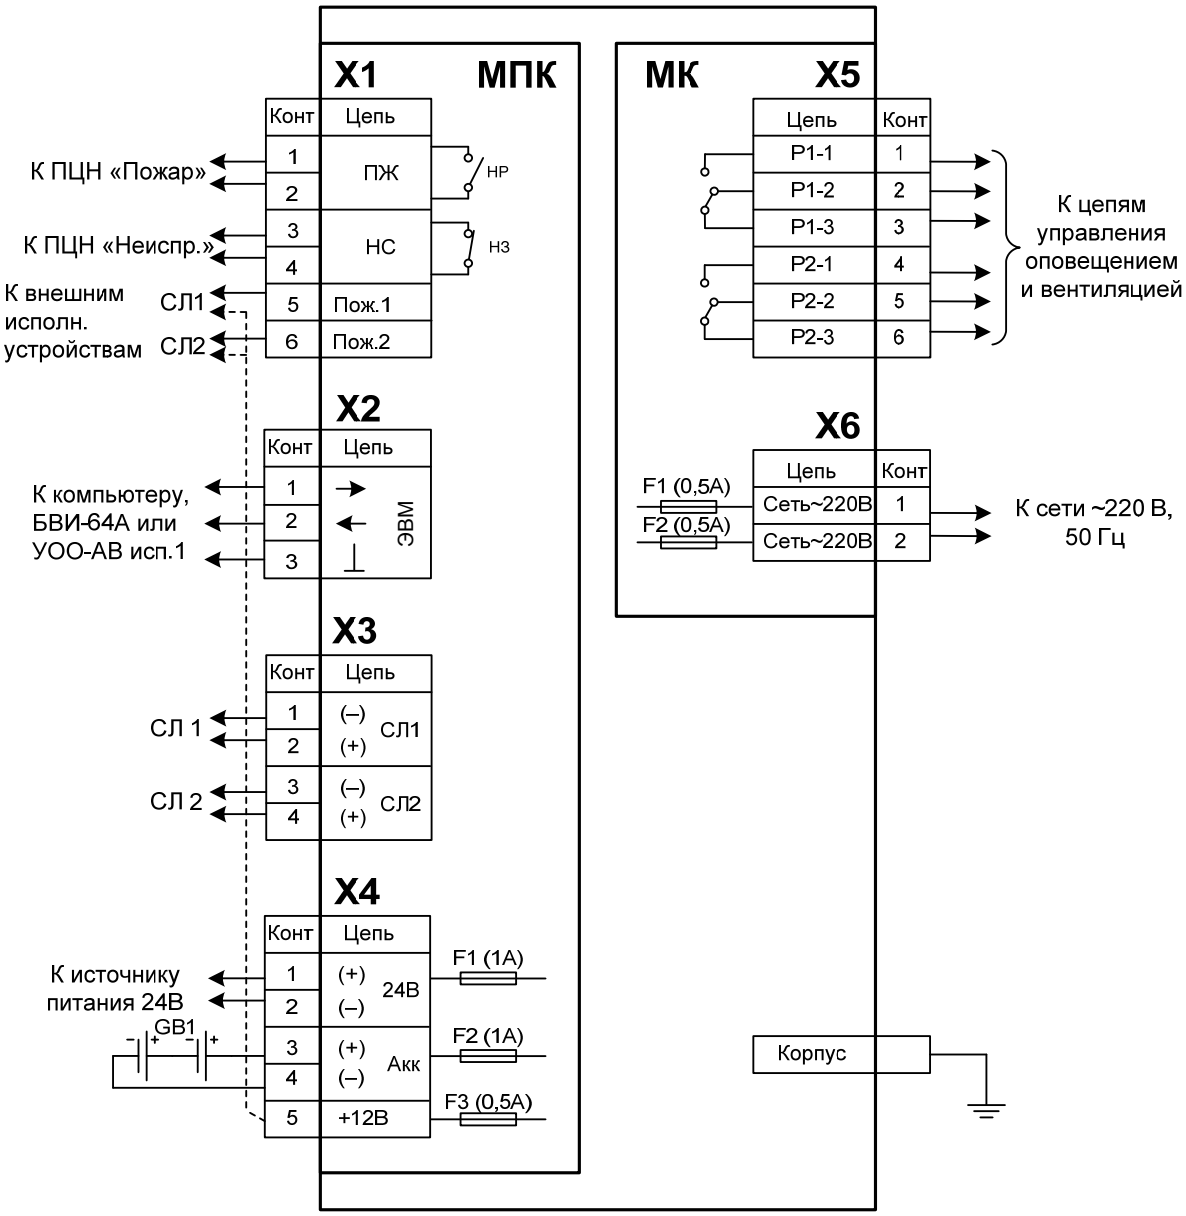

Рис. 3. Схема подключения БПК
– выходы «Пож.1» и «Пож.2» подключаются относительно клеммы «+12В» (см. Рис. 3, *стр. 22*);